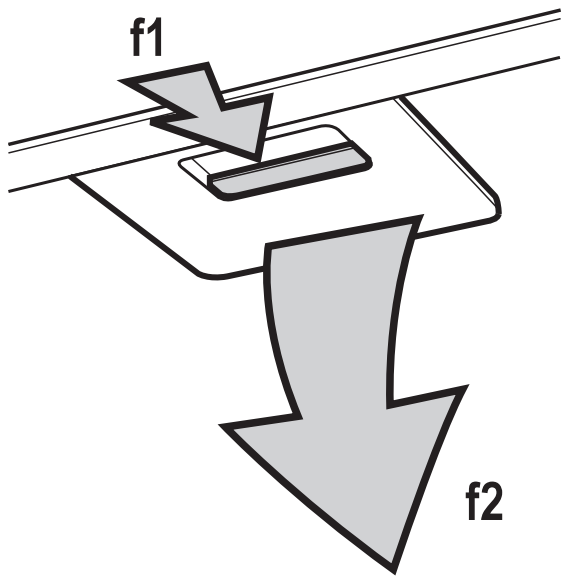

Fig. 4
- First, push the metal grease filter stop **(f1)** backwards, then extract the filter **(f2)**, pulling downwards. **Fig. 4**.